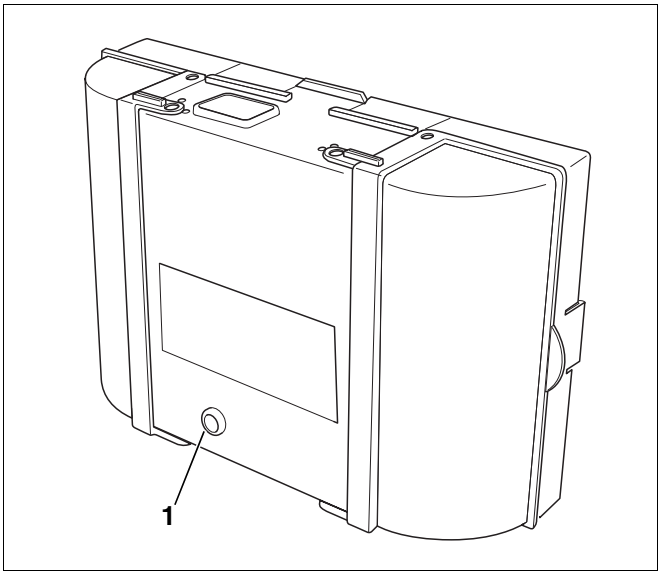

Abb. 12 Störungen am Feuerungsautomaten zurücksetzen
- Entstörtaster (Abb. 12, **Pos. 1**) drücken, um den Fehler zurückzusetzen.